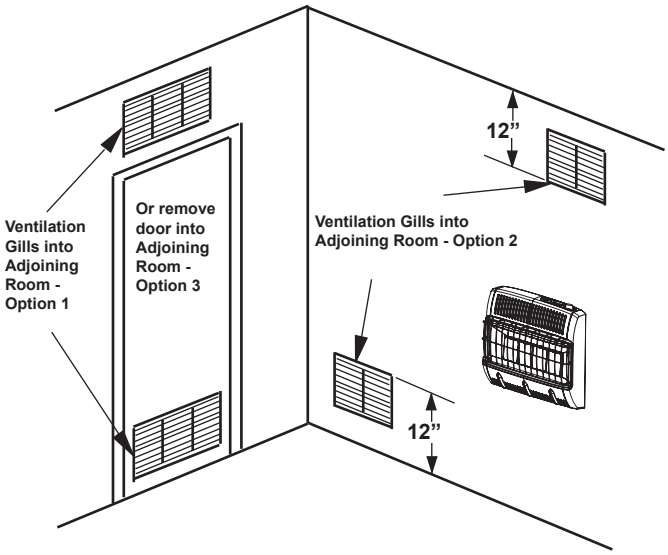

Figure 2.
A. Rework worksheet, and the space of an adjoining room. If the extra space provides an unconfined space, remove door to adjoining room or add ventilation grills between the rooms. See Ventilation Air From Inside Building (Figure 2).
This fresh air would come from an adjoining unconfined space. When ventilation to an adjoining unconfined space, you must provide two permanent openings: one within 12” of the ceiling and one within 12” of the floor on the wall connecting the two spaces (see options 1 & 2 of fig. 2). You can also remove door into adjoining room (see option3, fig 2). Follow the National Fuel Gas Code NFPA 54/ ANSI Z223.1, Section 5.3, Air for Combustion and Ventilation for required size of ventilation grills or ducts.